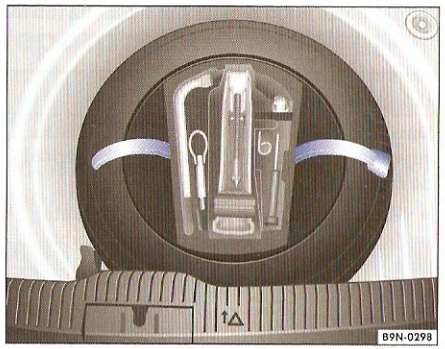

Fig. 26 Trusa de scule și roata de rezervă - autovehicule fără cuplă sferică (banda de susținere deschisă).
- Deschideți banda de susținere.⇒ fig. 26